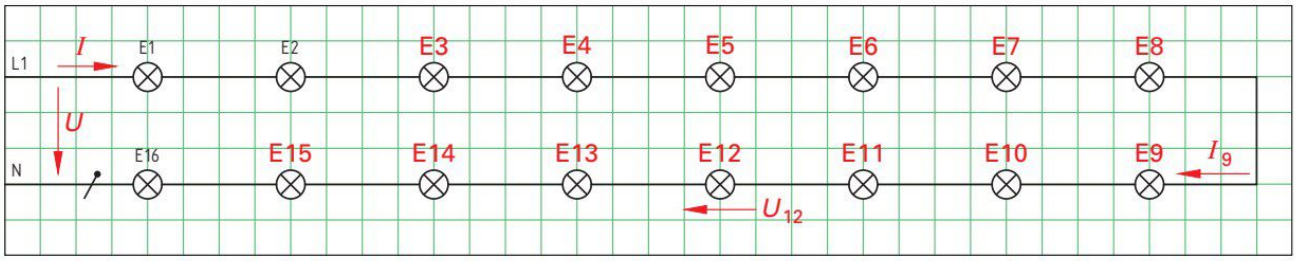

Bild 1: Lichterkette
2. Tragen Sie in die Schaltung **(Bild 1)** der Lichterkette **a)** die fehlenden Betriebsmittelbezeichnungen und **b)** die elektrischen Größen Gesamtspannung, Lampenspannung an E12, Gesamtstrom und den Lampenstrom durch E9 ein.